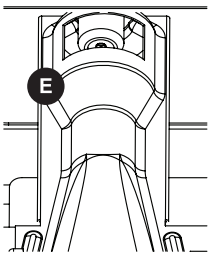

Figura 16
f. El quemador del horno (**E**) no tiene un obturador de aire, por lo que no es necesario realizar más ajustes (consulte la Figura 16).